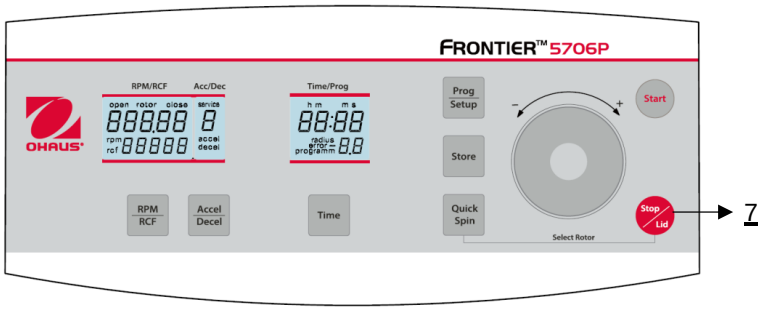

**Figure 26**
By the **"Stop/Lid"** key (7) **(see Figure 26)** you can interrupt the run at any time. After pressing the key, the centrifuge decelerates with the respective pre-selected intensity down to stand still.